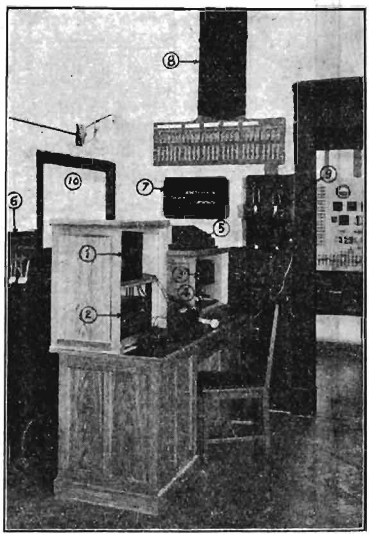

FIGURA 4
Nella figura 4 è rappresentato il complesso degli amplificatori; sulla sinistra del banco si vedono due amplificatori (1 e 2); sulla destra l'amplificatore *B* (3), fra tali amplificatori si nota un piccolo armadio a leggìo che comprende il comando delle varie segnalazioni negli auditori.